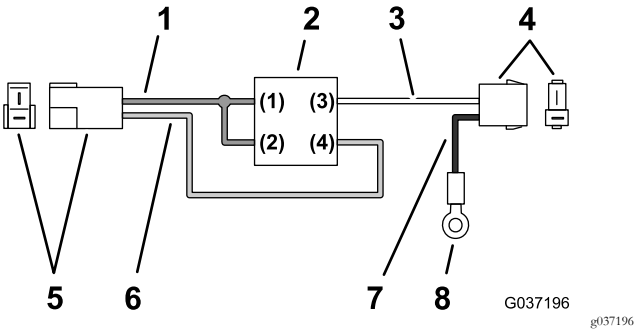

Figur 19
1. Find relæ og ledningsnet som vist i Figur 19.